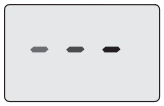

Рисунок 6.2
- Подключить котел при помощи двухполюсного выключателя, предусмотренного при установке. На ЖК-дисплее появится символ (последовательно загорающиеся тире, символизирующие движение) (Рисунок 6.2).
движение) (Рисунок 6.2).